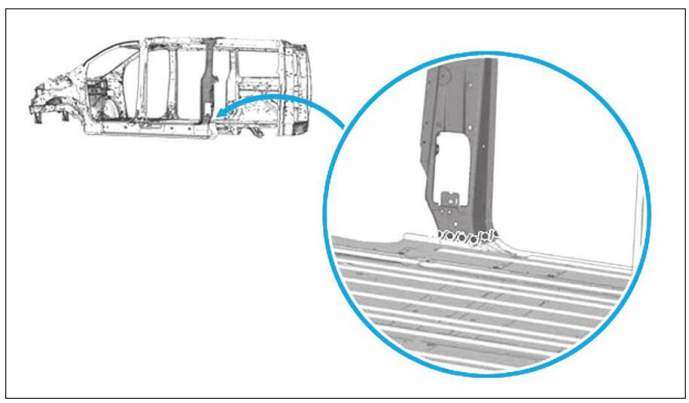

FIG. 68
• Appliquer une couche d'impression phosphatante sur la zone mise à nue **(Fig.68)**.